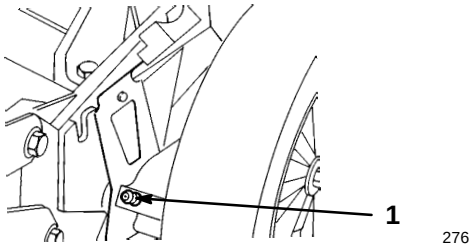

Afbeelding 28
1. Veeg met een schone lap de vetresten van de achterste hoogte-instellingen (Afb. 28).